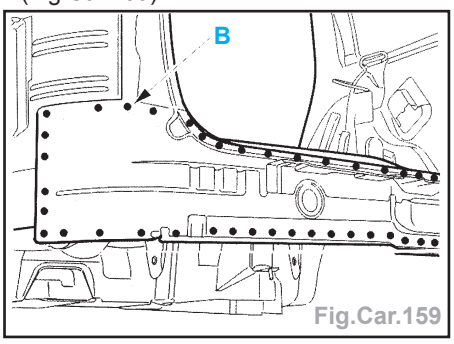

Fig.Car.159
- Souder par points électriques (suivant **B**) (Fig.Car.159).